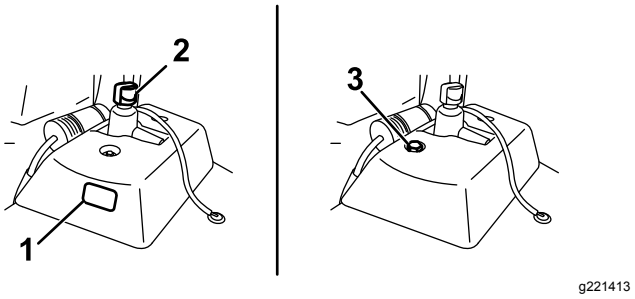

Figur 54
- Hvis reservehydrauliktanken har er et sigtglas, skal du kontrollere oliestanden der (Figur 54) og forsætte til trin 5.
- Hvis reservehydrauliktanken ikke har et sigtglas, skal du finde målepinden på toppen af maskinen (Figur 54) og forsætte til trin 3.